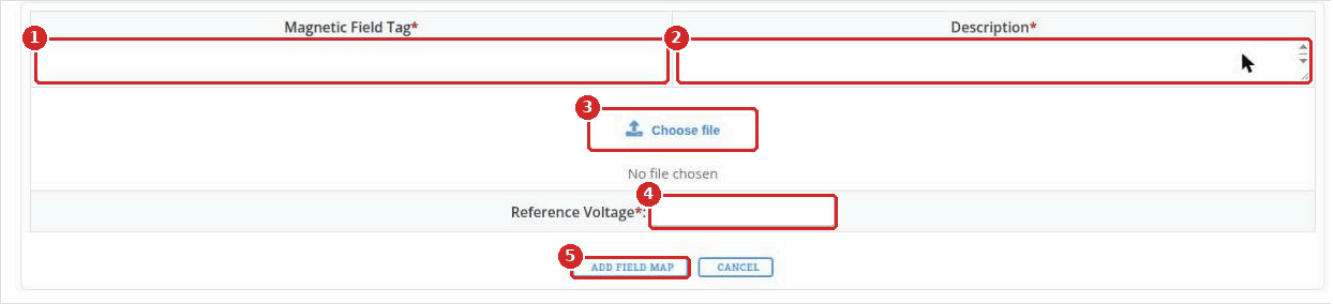

Рисунок 17. Форма CREATE NEW FIELD MAP
2. Заполните форму (рисунок 17):
- **Magnetic Field Tag** (1), например `FieldMap_1900_extrap_noPed_v2`.
- **Description** (2): магнит, измерение или использованная экстраполяция.
- **Choose file** (3): ROOT-файл с картой.
- **Reference Voltage** (4): напряжение, при котором измерена карта, например `112`. BmnRoot масштабирует карту отношением напряжения поля в ране к этому значению, поэтому ошибка здесь даст неверное поле во всех ранах.
3. Нажмите **ADD FIELD MAP** (5).